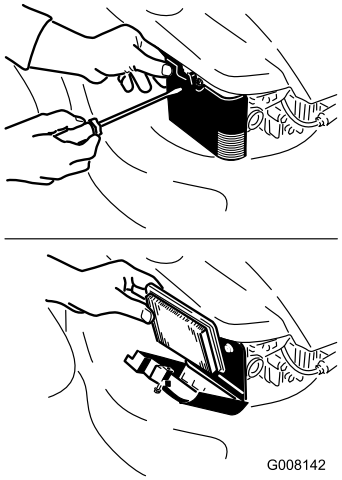

Figur 25
2. Åpne luftfilterdekselet og fjern det brukte luftfilteret (Figur 25).